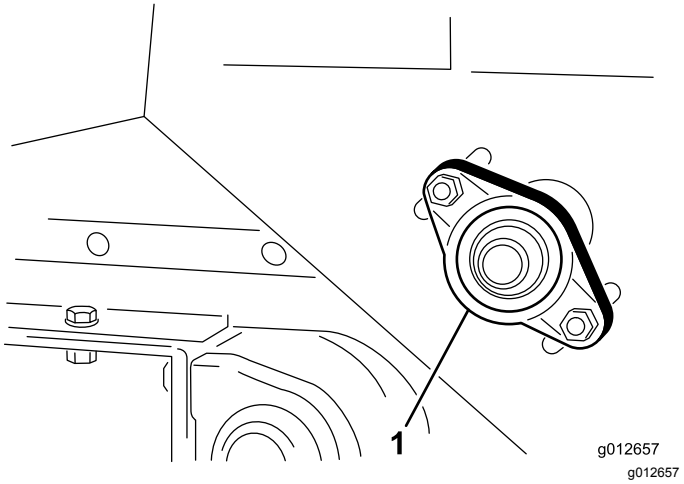

Figur 38
1. Lossa muttrarna som fäster lagerhuset (Figur 38) på maskinens högra sida.